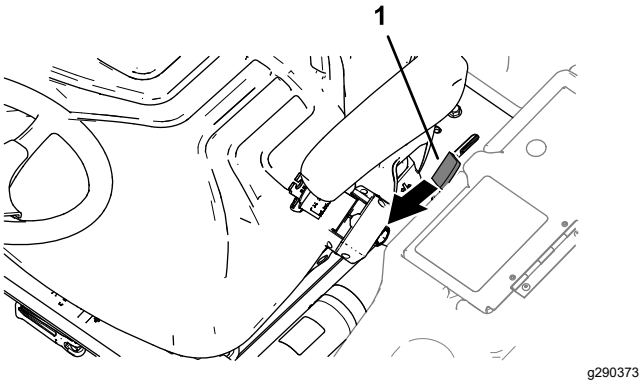

Figur 42
1. Flyt platformens låsehåndtag (Figur 42) mod maskinens forende, indtil låsekrogene er fri af låsebøjlen.